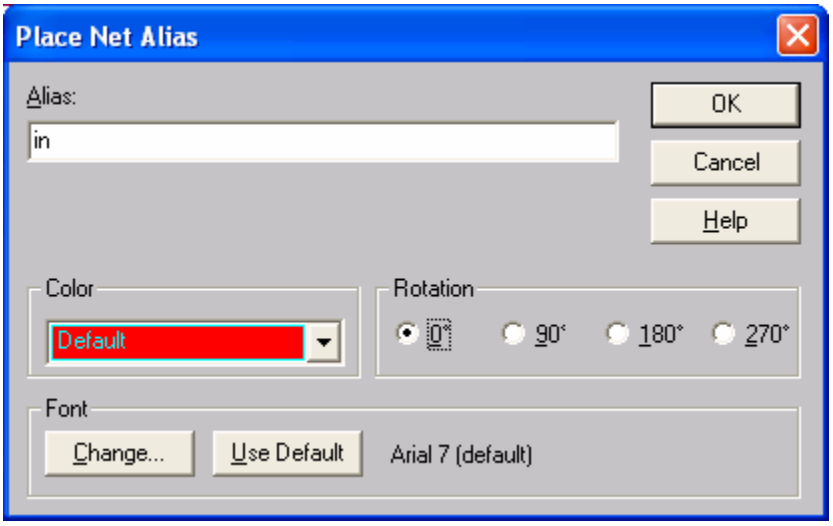

Figure 7: Place Net Alias dialog box
16. We will add net aliases to label the input and output nodes of the circuit. Go to **Place → Net Alias…** from the menu bar to bring up the **Place Net Alias** dialog box (Fig. 7). Enter **in** as the alias name, then click **OK**. Now click the wire at a point between **C1** and **V1** to place the alias. Press **ESC** to end the mode.